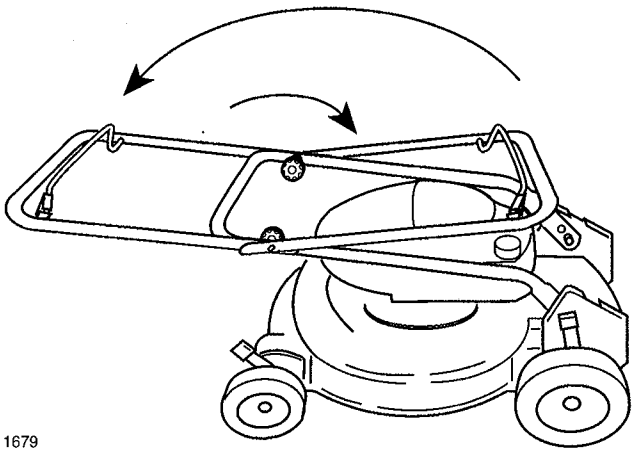

Figure 42
2. Rotate handle toward front of mower (Fig. 42).
4. For long term storage, fold handle as shown in Figure 42.